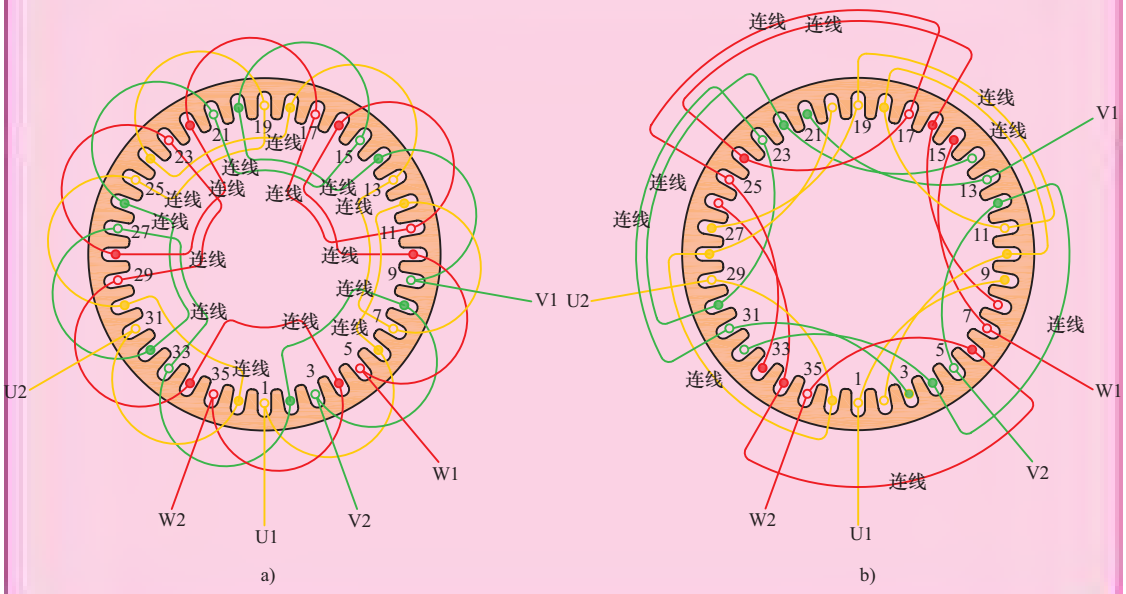

图 4-11 线圈组连线
5. 对于绕组端面图，每相绕组中，线圈组之间，1 根向内绘画或向外绘画近似于梯形的弧线，表示线圈组之间的连线，如图 4-11 所示。